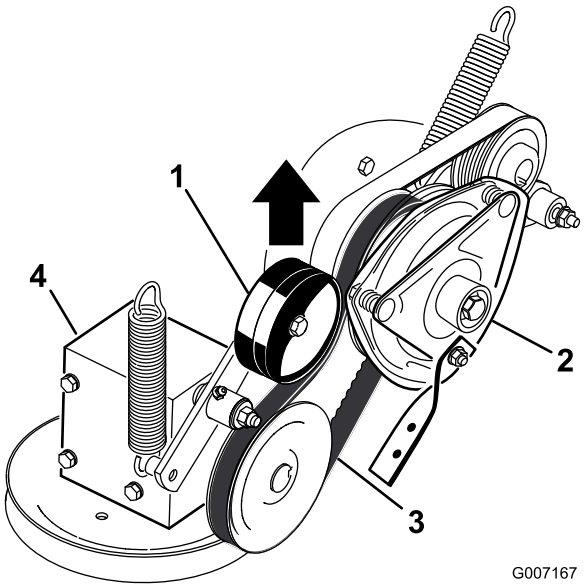

Figur 57
5. Træk op i den fjederbelastede styreremskive for kraftudtagets drivrem, og fjern remmen fra koblingsremskiven (Figur 57).
17. Træk op i den fjederbelastede styreremskive for kraftudtagets drivrem, og monter den på koblingsremskiven (Figur 57).